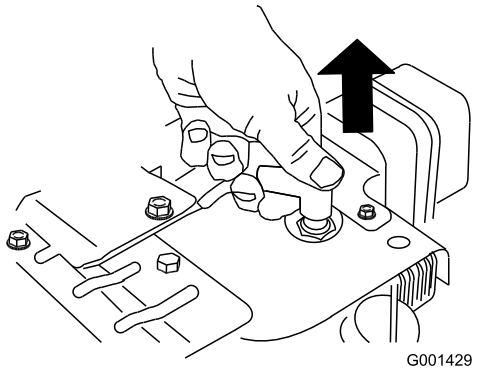

Figur 34
3. Lossa tändkabeln (Figur 34).